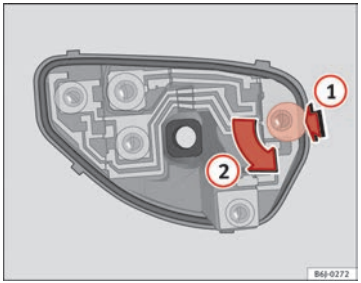

Fig. 167 Changing bulbs on tail lights
– When the bulb holder has been removed, press in the direction of the arrow (1) and at the same time, turn in the direction of the arrow (2) ⇒ Fig. 167